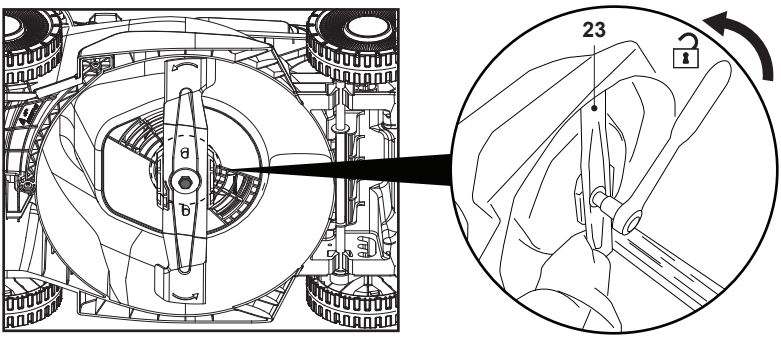

Fig. 18
NOTE: If a hand tool wrench or spanner is used instead of an electric impact wrench, the cutting blade (23) should be prevented from rotating while loosening the bolt. Wear heavy-duty gloves and grip the blade firmly. Use a good-size piece of wood to block the rotation of the blade if necessary (Fig 18).